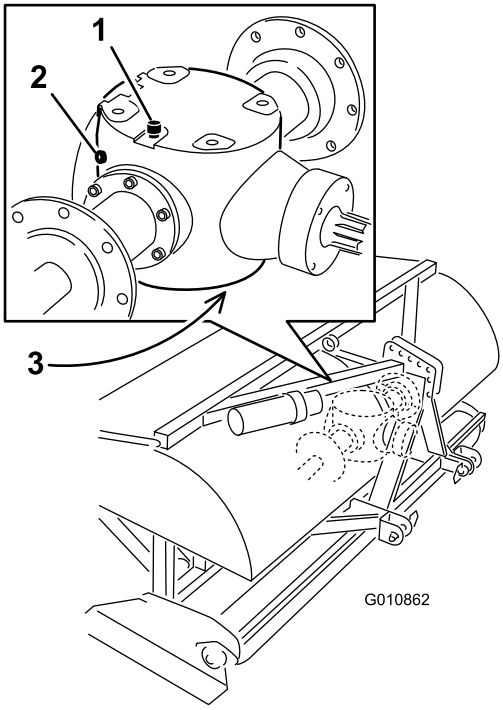

**Figur 45**
2. Ta bort kontrollpluggen från växellådan (Figur 45).
3. Kontrollera att oljan når upp till den nedre delen av kontrollpluggshålet i växellådan (Figur 45).
1. Ta bort skräp från luftnings-/påfyllningspluggen och tappa ur pluggen för att undvika kontamination (Figur 45).